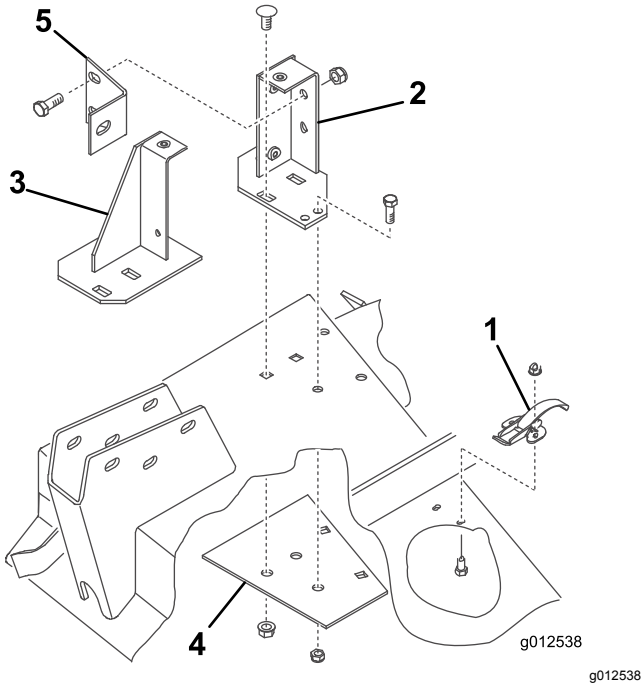

Figura 9
1. Retire las fijaciones que sujetan el cerrojo de gancho de la cubierta de la carcasa derecha a la parte derecha de la unidad de corte (Figura 9). Retire y guarde el enganche para su uso futuro con la carcasa derecha.
2. Coloque el soplador y los soportes de montaje en la carcasa, alinee los orificios de montaje con los taladros que usó anteriormente para montar el deflector de hierba. Figura 9 se muestra con el soplador retirado de los soportes. Asegúrese de que no hay holgura entre el soplador y la carcasa de corte.
3. Coloque la nueva chapa de refuerzo bajo la carcasa alineando los orificios de montaje con los taladros que usó anteriormente para montar el deflector de hierba (Figura 9).
4. Monte los soportes delanteros y traseros y la chapa de refuerzo en la carcasa con los 2 pernos de cuello cuadrado que retiró anteriormente (⅜"-16 x ⅞") y las tuercas con arandela prensada (Figura 9). Las cabezas de los pernos deben estar en la parte superior de la carcasa.
7. Sujete los soportes y la chapa de refuerzo a la carcasa con pernos (5/16"-18 x ¾") y contratuercas (Figura 9). Las cabezas de los pernos deben estar en la parte superior de la carcasa.
8. Monte el refuerzo del soplador en el soporte de montaje trasero con 2 pernos (⅜"-16 x 1") y contratuercas (Figura 9) y el brazo de la rueda giratoria con un perno (⅜"-16 x 1").